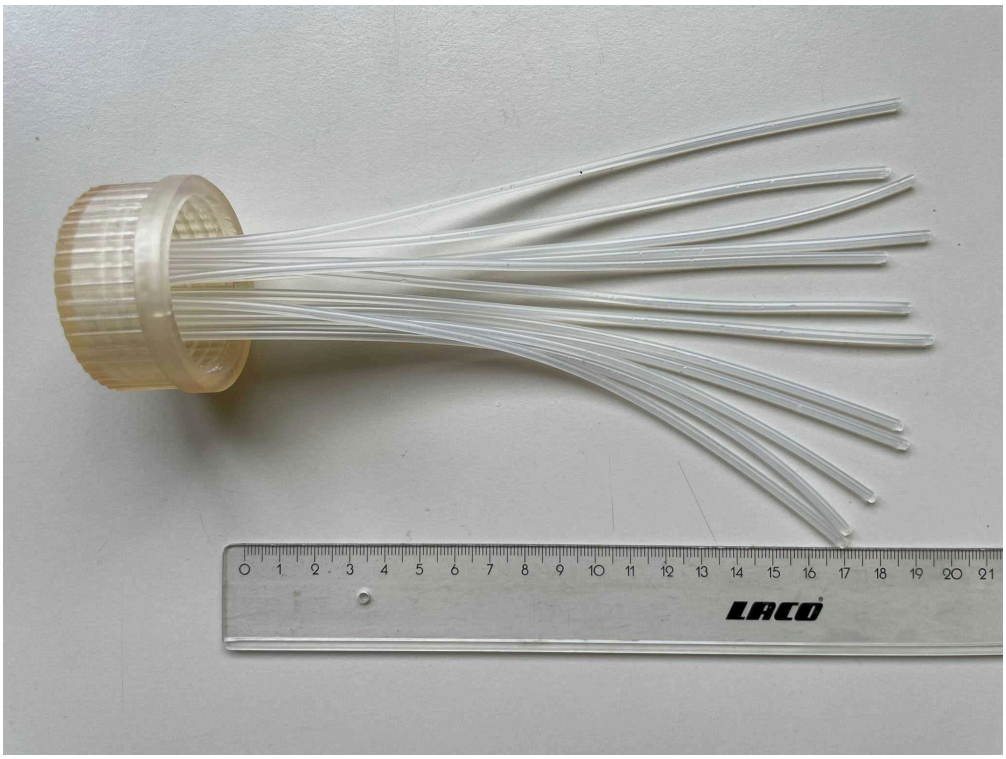

Figure 3 : Duran bottle adapter
bottle adapters (Figure 3) in a box (*Box on the video protocol: 2:24)* and sterilize (autoclave) them.
e. Carefully place the Duran bottle adapter (Figure 3) on your bottle filled with media and wrap it with Parafim or Micropore tape.